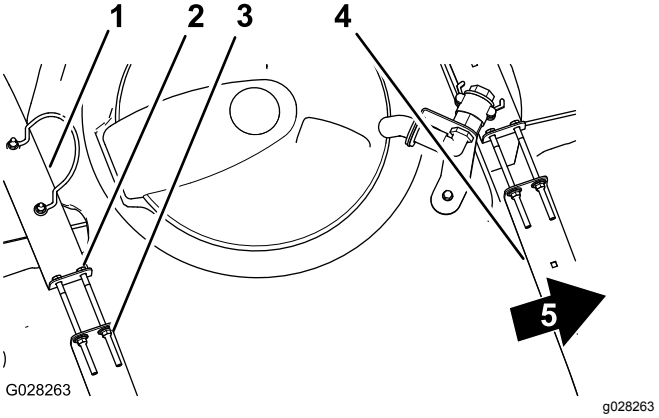

Figur 81
2. Sjekk om det er bevegelse mellom tankstroppene og tanken (Figur 81).
3. Hvis tankstroppene er løse, strammer du flenselåsemutterne og boltene øverst på stroppene til de er plan med tanken (Figur 81).